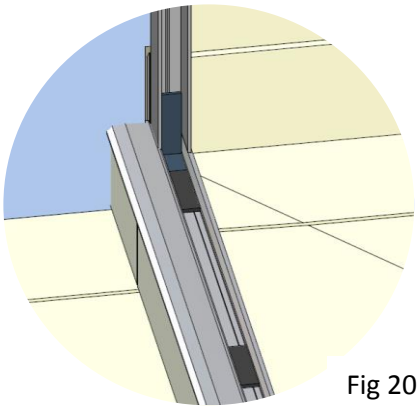

Fig 20
21. Place 2mm setting blocks in bottom of floor channel (fig20). Glass must always be resting on setting blocks - not straight onto channel.